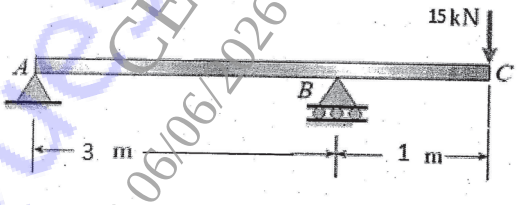

Figure 4.
b) A beam ABC with an overhang at one end supports a concentrated load of magnitude 15 kN (see figure 4). Draw the shear-force and bending-moment diagrams for this beam. **[6]**